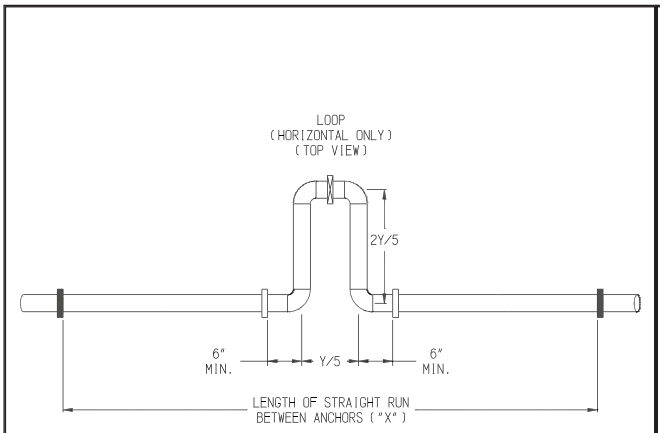
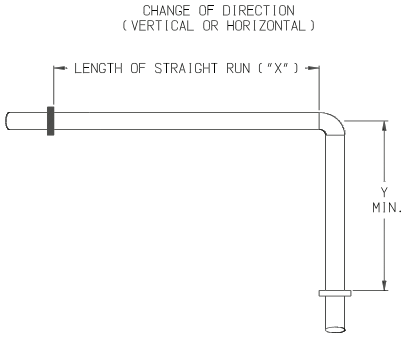

Figure 7.3a
Figure 7.3c
- For CPVC/PVC pipe design the vent system to allow 3/8" of thermal expansion for every 10ft of CPVC/PVC pipe. The boiler will always act as an anchor to one end of the vent system. If at all possible, select and install hangers and wall thimbles so that the vent system can expand towards the terminal. When a straight run of pipe exceeds 20ft and must be restrained at both ends, an offset or expansion loop must be provided (Figures 7.3a, 7.3b). When a straight horizontal run of pipe exceeds 20ft and is restrained at one end with an elbow at the other, avoid putting a hanger or guide less than "Y" inches from the elbow in the adjoining straight section (Figure 7.3c). Thermal expansion fittings are not permitted.